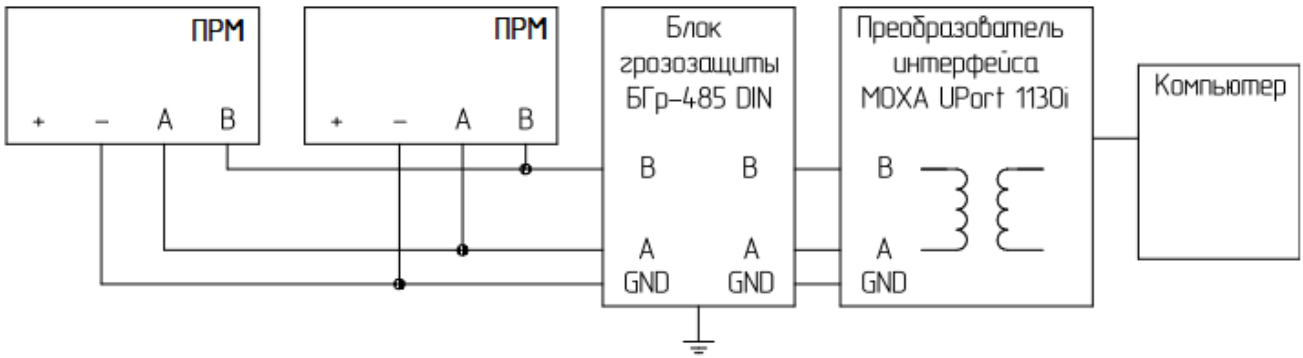

Рисунок 2.12 – Схема подключения удалённого компьютера к извещателям через интерфейс RS-485
– Объединить цепи «-» всех извещателей и преобразователя интерфейса в данной линии (рисунок 2.12).